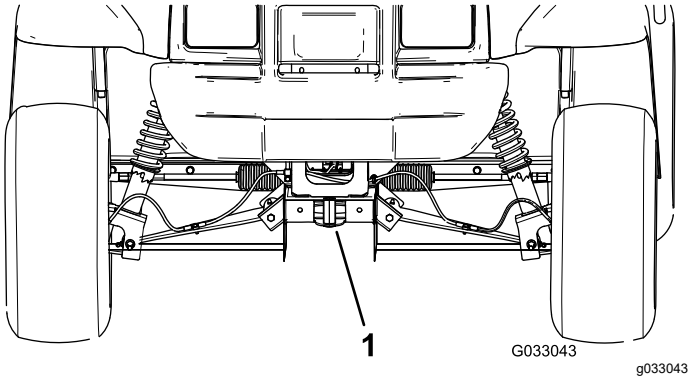

Figur 21
- Løftepunktet foran på maskinen findes forrest på stellet bag anhængertrækstangen (Figur 21).